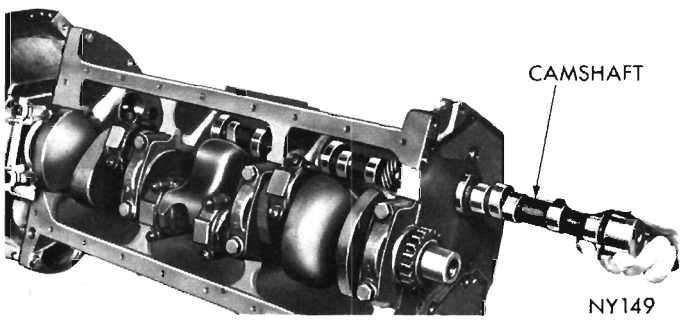

Fig. 32—Installing Camshaft
(1) Lubricate camshaft lobes and camshaft bearing journals and insert the camshaft in cylinder block (Fig. 32).